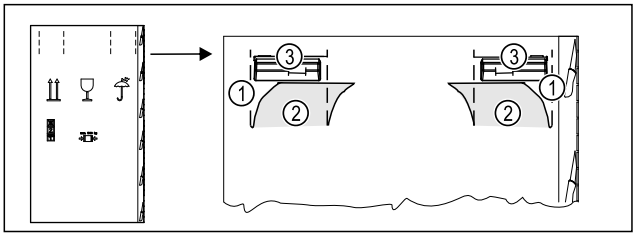

Fig. 6
▶ Apăsați în interior cartonul de ambalare sus la perforație *Fig. 6 (1)*.
▶ Extrageți lamelele apăsate în interior *Fig. 6 (2)*.
▷ Mânerul de transport *Fig. 6 (3)* dreapta și stânga este vizibil.
▶ Țineți aparatul de mânerele de transport *Fig. 6 (3)*.